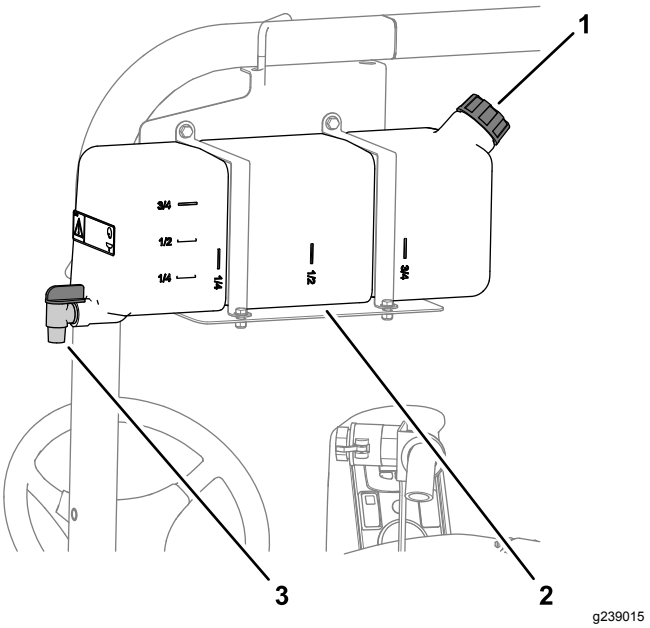

Figur 19
- Hvis du vil fylde tanken, skal du skrue dækslet øverst på tanken af, fylde tanken med rent vand og skrue dækslet på igen (Figur 19).
- Vandtankens taphane åbnes ved at dreje håndtaget på taphanen (Figur 19).